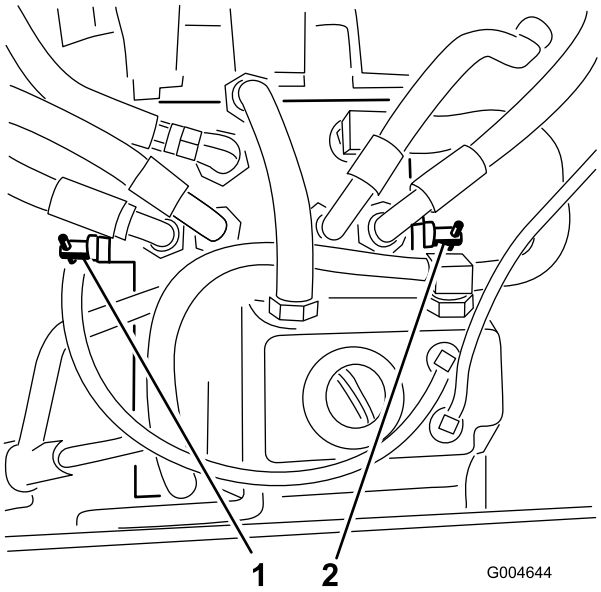

**Rysunek 28**
3. Obróć każdy zawór obejściowy o 1 obrót w lewo (Rysunek 28).
Obróć każdy zawór obejściowy o 1 obrót w prawo i dokręć go ręcznie (Rysunek 28).